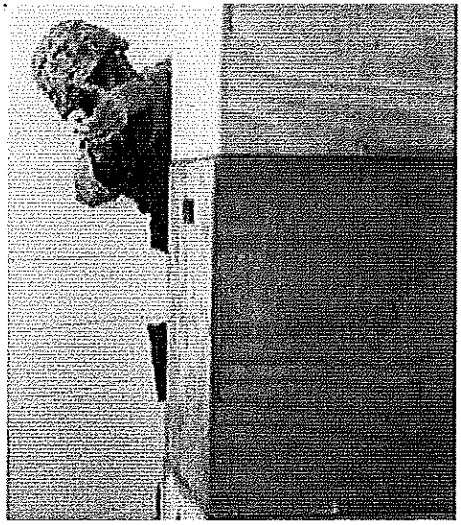

Figure 4-41. Rollout Technique.
3. Canting the head and weapon slightly, roll the upper body out to the side just enough to have a clear field of view. Keeping the feet in place, push up on the ball of one foot to facilitate rolling out (see fig. 4-41):